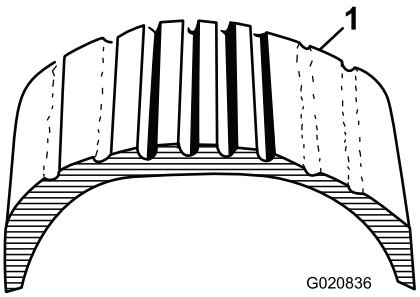
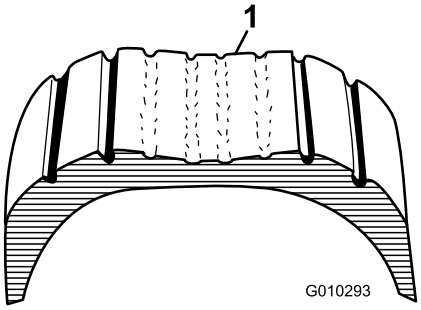

Figure 19
Figure 20
1. Visually inspect the tires for damage and wear (Figure 19 and Figure 20)